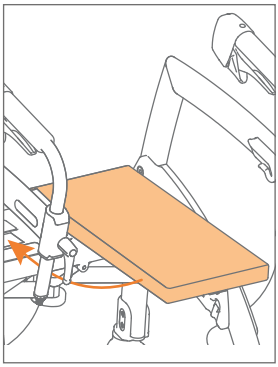

Figure 9: Pull away the cushion and attach it on the seat.
c. Pull away the seat cushion and place it straight on the seat **(Figure 9)**.